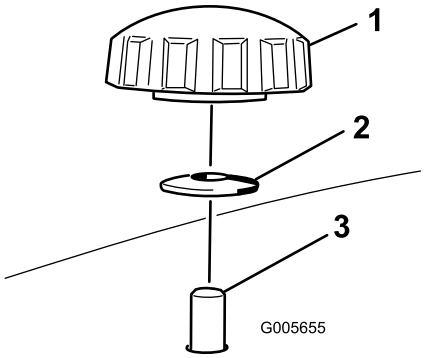
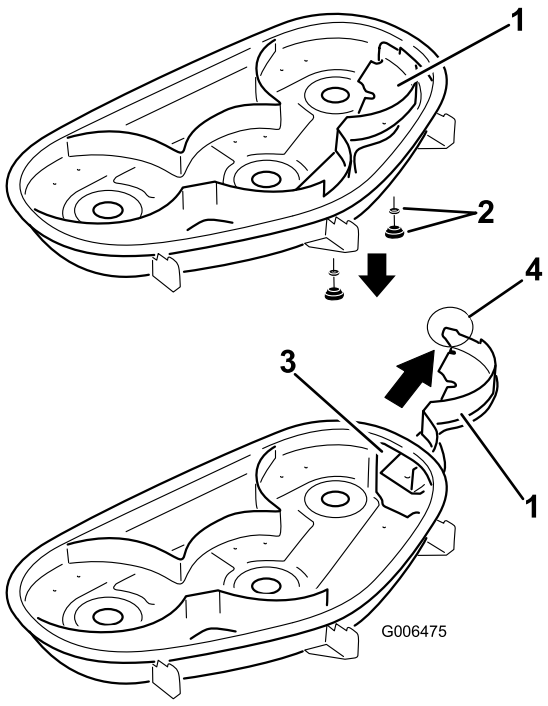

Figur 31
Figur 32
4. Fjern de to håndtag og buede spændeskiver, der fastholder højre afskærmning til plæneklipperen, som vist i Figur 31.
5. Fjern højre afskærmning, og sænk græsdeflektoren over udblæsningsåbningen, som vist i Figur 32 og Figur 31.
5. Skub højre skærm under plæneklipperskjoldet, og fastgør den med to knapper og buede spændeskiver (den buede side mod plæneklipperen), som vist i Figur 31 og Figur 32.